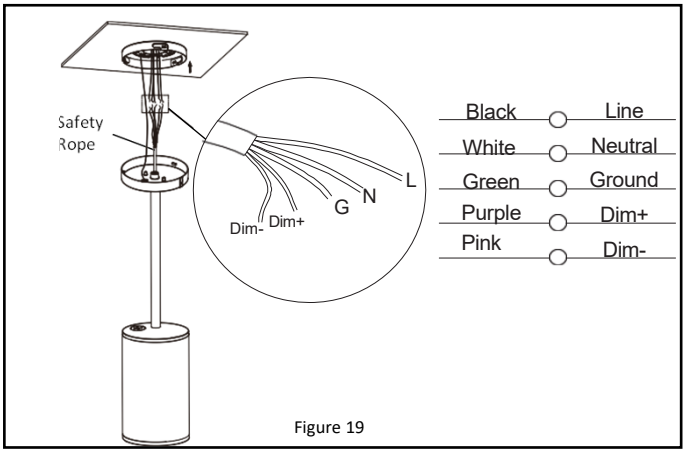

Figure 19
6. Make wiring connections according to ***Figure 19.***